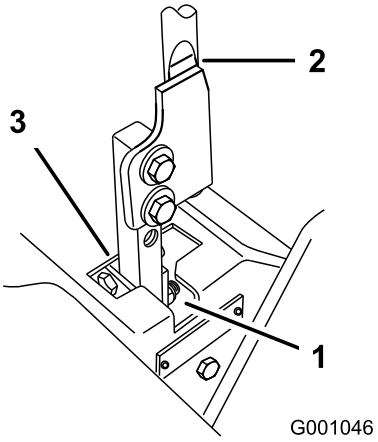

Figur 66
5. Flyt grebet til den neutrale position, men ikke låst (Figur 66).
6. Træk håndtaget tilbage, indtil gaffelbolten (på armen under drejeakslen) berører enden af åbningen (begynder netop at lægge tryk på fjederen) (Figur 66).
7. Kontroller, hvor håndtaget er i forhold til hakket i konsollen (Figur 66). Det skal være i midten, så håndtaget kan dreje udad til den NEUTRALE LÅSEPOSITION.